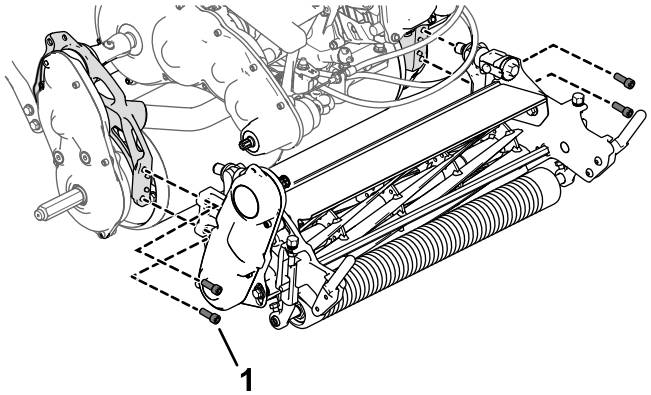

Figuur 6
1. Gebruik 4 inbusschroeven om de maai-eenheid aan de machine te monteren (Figuur 6).